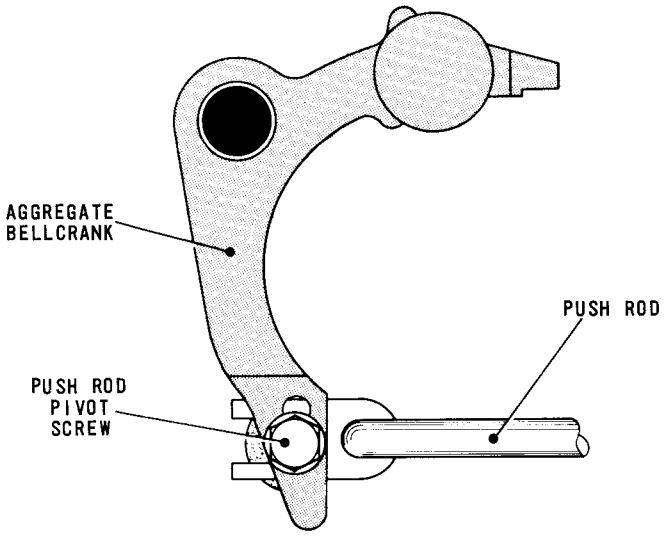

Fig. 4.52 PUSH ROD/AGGREGATE BELLCRANK LINKAGE—REAR VIEW
60.2 To adjust, remove the reperforating attachment, slacken the pivot screw securing the push rod, Fig.4.52, to No.5 aggregate bellcrank (nearest the front of the machine) and adjust the pivot in its slot until the typehead backlash is equal in both directions. Tighten the pivot screw. Refit the reperforating attachment unless it is intended to check Adjustment Nos.61 to 64 below.
61.2 To adjust, remove the reperforating attachment, slacken the pivot screw securing the push rod, Fig.4.52, to No.4 aggregate bellcrank and adjust the pivot in its slot until the typehead backlash is equal in both directions. Tighten the pivot screw. Refit the reperforating attachment unless it is intended to check Adjustment Nos.62 to 64 below.
62.2 To adjust, remove the reperforating attachment, slacken the pivot screw securing to push rod, Fig. 4.52, to No. 1 aggregate bellcrank and adjust the pivot in its slot until the typehead backlash is equal in both directions. Tighten the pivot screw. Refit the reperforating attachment unless it is intended to check Adjustment Nos. 63 and 64 below.
63.2 To adjust, remove the reperforating attachment, slacken the pivot screw securing the push rod, Fig. 4.52, to No. 3 aggregate bellcrank and adjust the pivot in its slot until the typehead backlash is equal in both directions. Tighten the pivot screw. Refit the reperforating attachment unless it is intended to check Adjustment No. 64 below.
64.3 To adjust, remove the reperforating attachment, slacken the pivot screw securing the push rod, Fig. 4.52, to No. 2 aggregate bellcrank and adjust the pivot in its slot until both the above conditions are satisfied. Tighten the pivot screw.